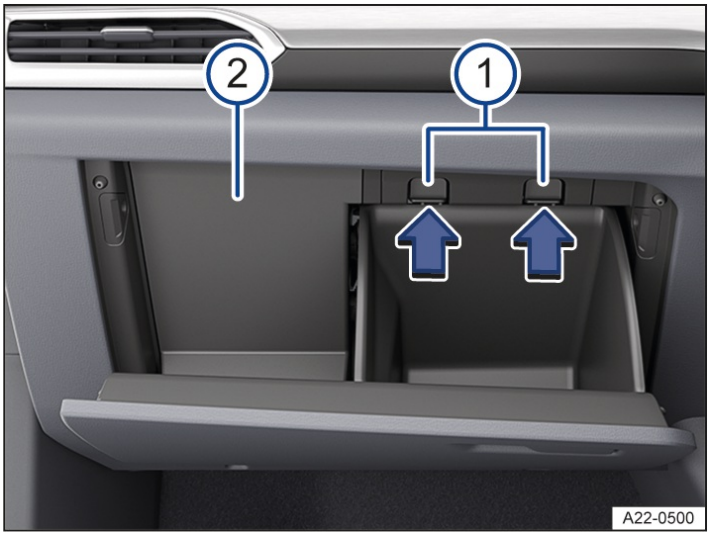

Fig. 2 On the front passenger side: fuse box in the dash panel (right-hand drive vehicle)
2. Press stop pin in the direction of the arrow and open the glove box further→ *Fig. 2* (1).
3. Reach behind the cover from the side and pull it backwards→ *Fig. 2* (2).